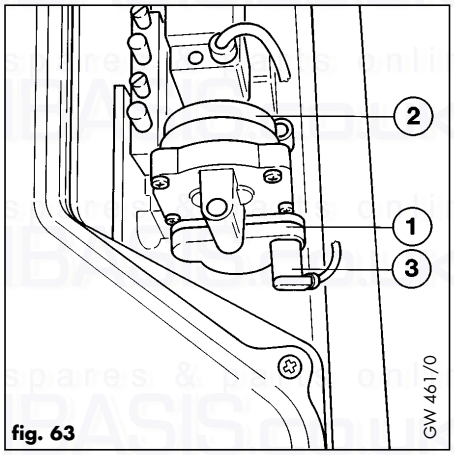
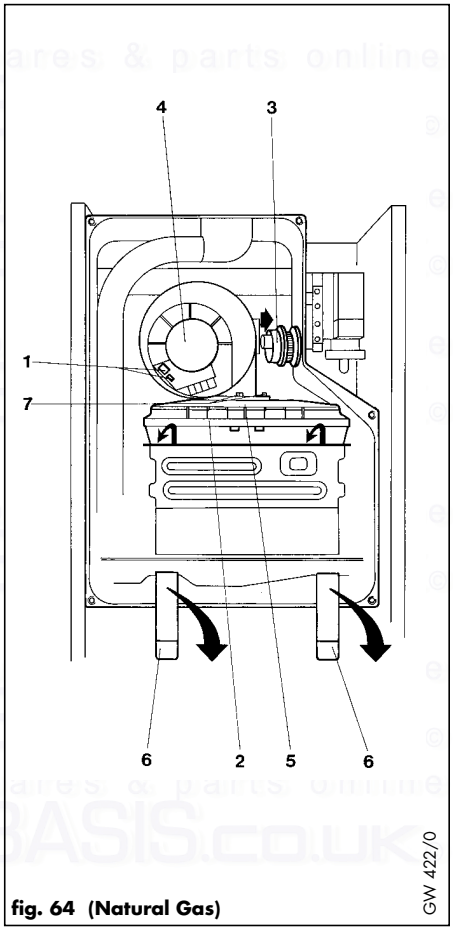

fig. 63
fig. 64 (Natural Gas)
7.3 Replacement of air pressure sensor (fig. 63)
- Disconnect plug (3) from air pressure sensor.
- Pull the front of the air pressure sensor (1) down to release from gas valve (2) and remove by unhooking from rear retaining clip.
- Remove the 2 burner retaining springs (6, fig. 64) by lifting the top of the spring up and pulling forward.
- Disconnect the 2 fan electrical connections (1, fig. 64).
- Slide the fan inlet restrictor (3, fig. 64) top the right to separate from the fan.
- Remove complete burner and fan assembly by lifting the burner plate (2, fig. 64) at the front and pulling forward to disengage burner from a spring clip at the rear.
- Remove burner plate from fan assembly by removing the 2 bolts (5, fig. 64).